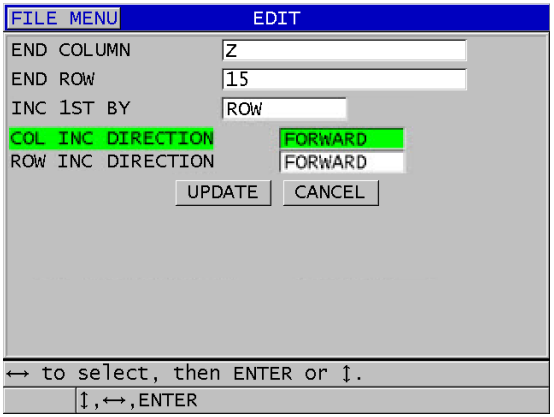

Rysunek 11-19 Wyświetlanie ekranu edycji siatki
4. W przypadku pliku siatki wybierz opcję **CONTINUE** (Kontynuuj), a następnie na drugiej stronie ekranu **EDIT** (Edytuj) (patrz Rysunek 11-19 na stronie 223):